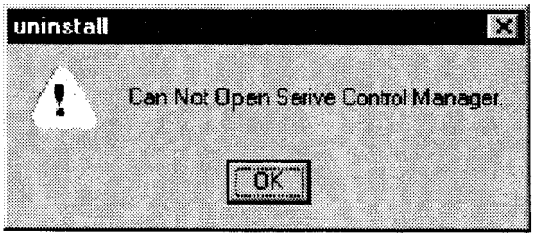

FIGURE 4-I 84. UNINSTALL ERRORS DIALOG WINDOW
4.10.2.2 Uninstall Utility Completion. On completion of the Uninstall, a message box is displayed (Figure 4-I 85).